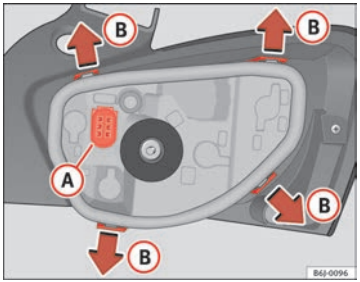

Fig. 144 Cambio lámparas luces posteriores
– Retire el portalámparas, separándolo de la carcasa. Presione para ello las pestañas (B) en el sentido de las flechas ⇒ fig. 144.